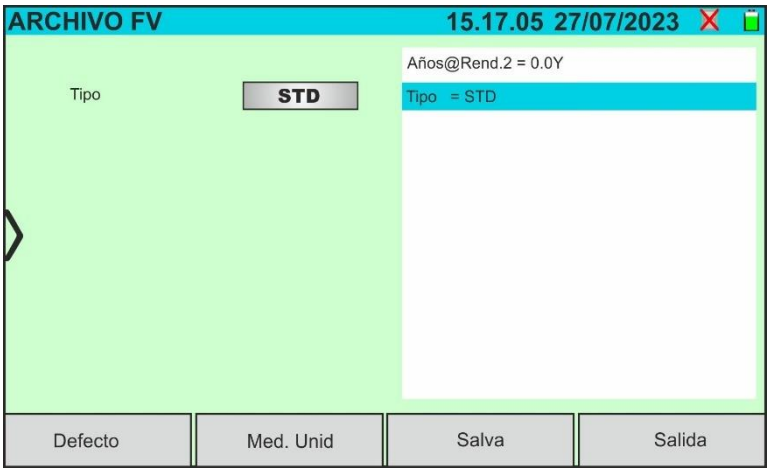

Fig. 27: Creación nuevo módulo FV – Paso 3
4. Desplace el visualizador hacia arriba/abajo para visualizar todos los parámetros. Para el parámetro “Tipo” desplace hacia la derecha o hacia la izquierda la rueda para la configuración del tipo de módulo FV (ver la Fig. 27). Las siguientes opciones están disponibles: